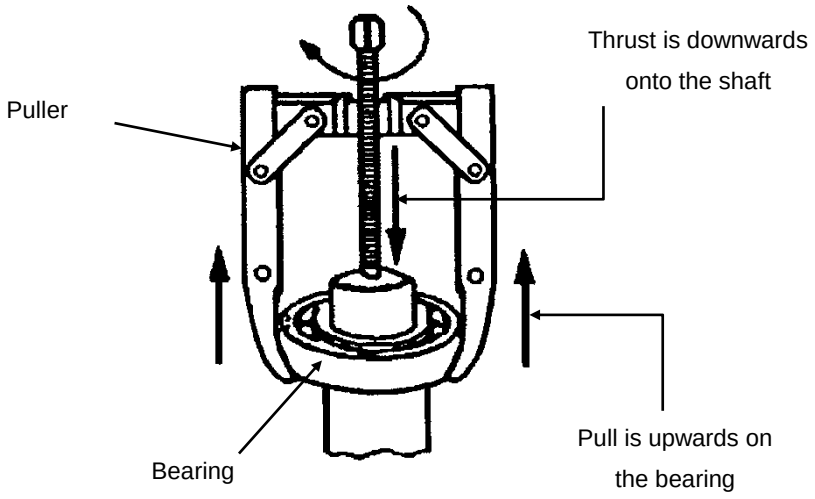

FIG 2.
- By screwing the spindle into the body, the spindle will push against the shaft and create a force that will make the legs pull the bearing off. (Fig 2)
E. Turn the screwed spindle of the puller in until the point of the screw is located into the centre hole of the shaft. Refer back to Fig 2.